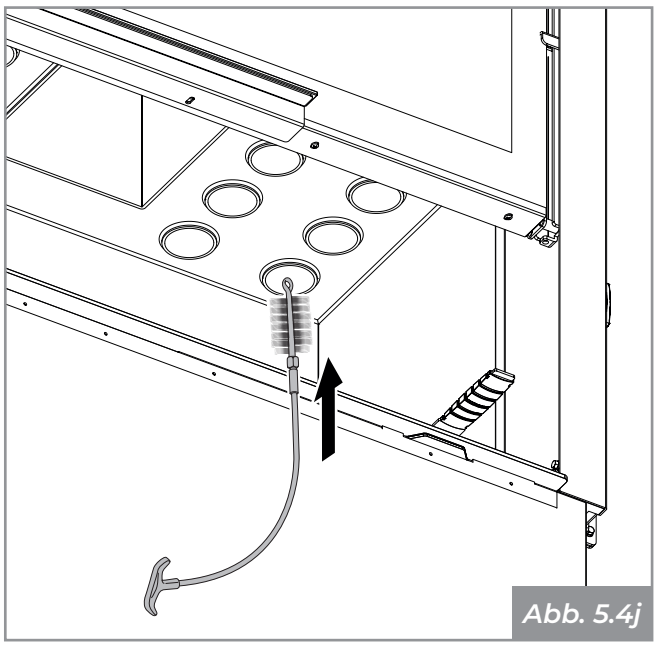

Abb. 5.4j
- Die Tauscherrohre mit der mitgelieferten Bürste reinigen **(Abb. 5.4j)**.